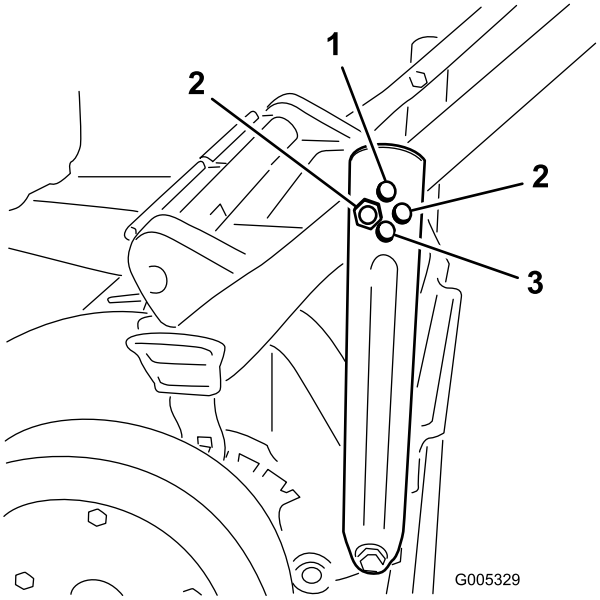

Figur 4
2. För in bulten genom hålet på båda handtagsstagen som fäster handtaget i önskat läge och dra åt (Figur 4).